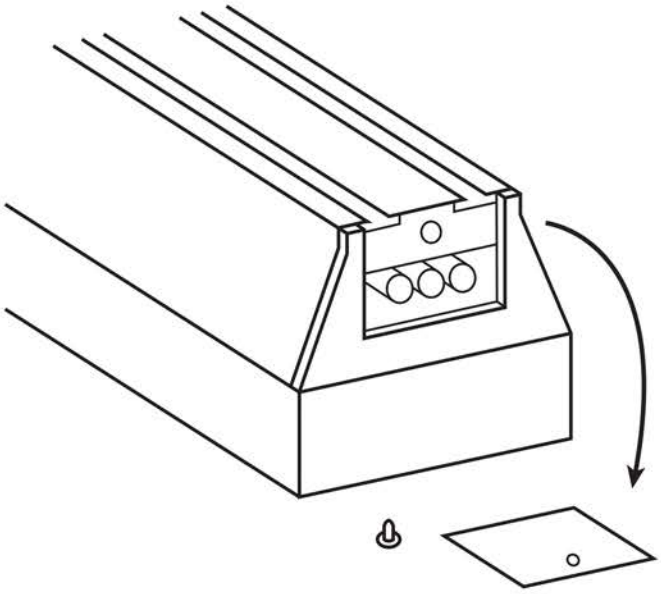

Рис. 9
5.6.1 Снимите торцевую крышку светильника (см. рисунок 9).